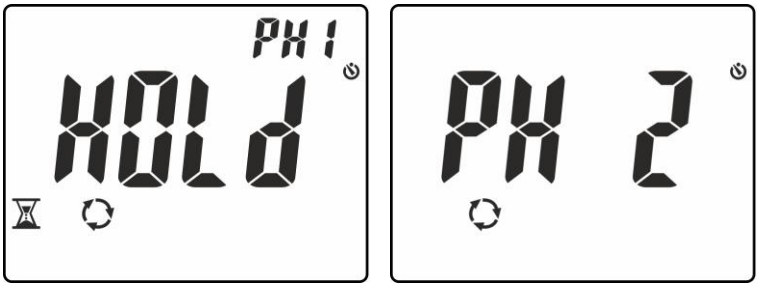

Fig. 14: Reconnaissance de la phase L1 et attente de la phase L2.
4. Dans des conditions correctes de tension et de fréquence, l'instrument affiche le message **«HOLD»**, les symboles ⌛ et «PH1» et il émet un son continu dans l'attente de la reconnaissance d'une valeur stable de tension sur la phase L1 (voir Fig. 14 – à gauche)
5. **Ne pas retirer l'embout de la phase L1** jusqu'à ce que le message **«PH 2»** clignote à l'écran (voir Fig. 14 – à droite)